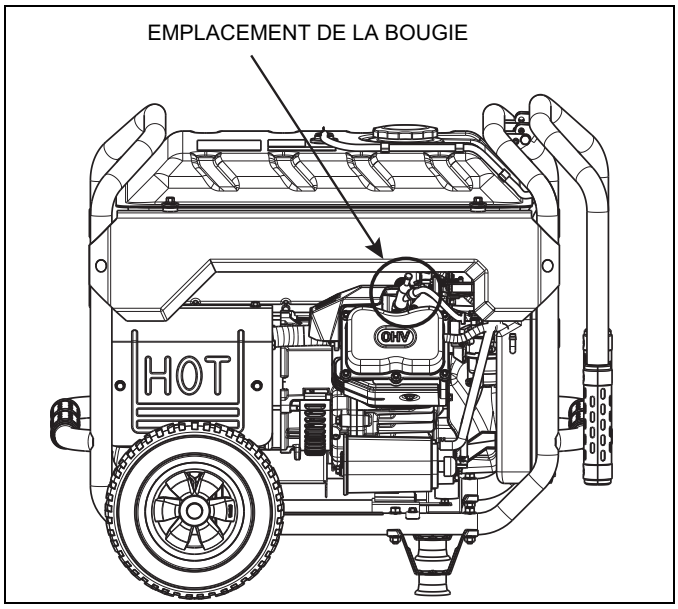

Figure 4-3. Emplacement de la bougie
2. Enlevez la coiffe de la bougie et nettoyez cette zone de la culasse. La bougie est située sur le côté du générateur illustré à la figure 4-3.